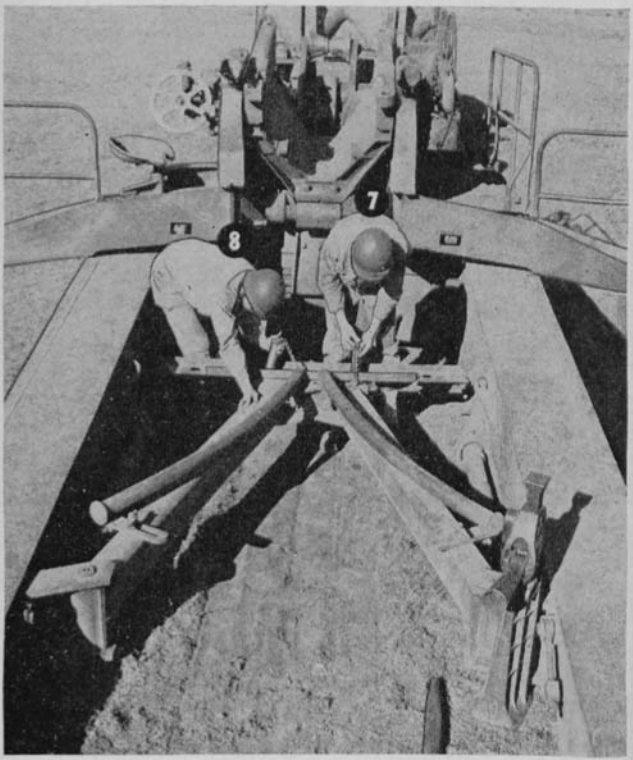

Figure 38. Spacer bar locking trails parallel.
a. Description of operation. (1) The platforms are bolted in the open position.
(2) The trail locking key is removed, the trails are spread to the parallel position, and the spacer bar is inserted and pinned to the ends of the tie beam. (See fig. 38.)